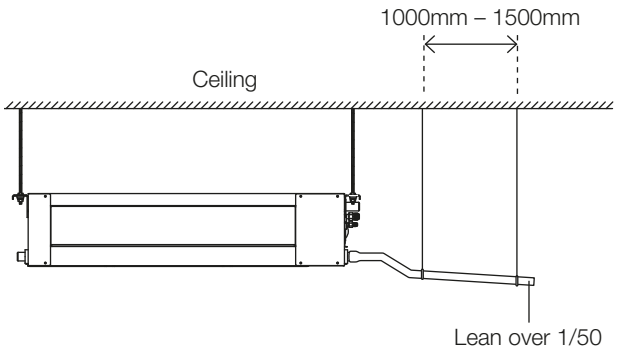

Fig. 6.2
2. Attach the mouth of the drain hose to the unit's outlet pipe. Sheath the mouth of the hose and clip it firmly with a pipe clasp. *(See Fig. 6.2)*